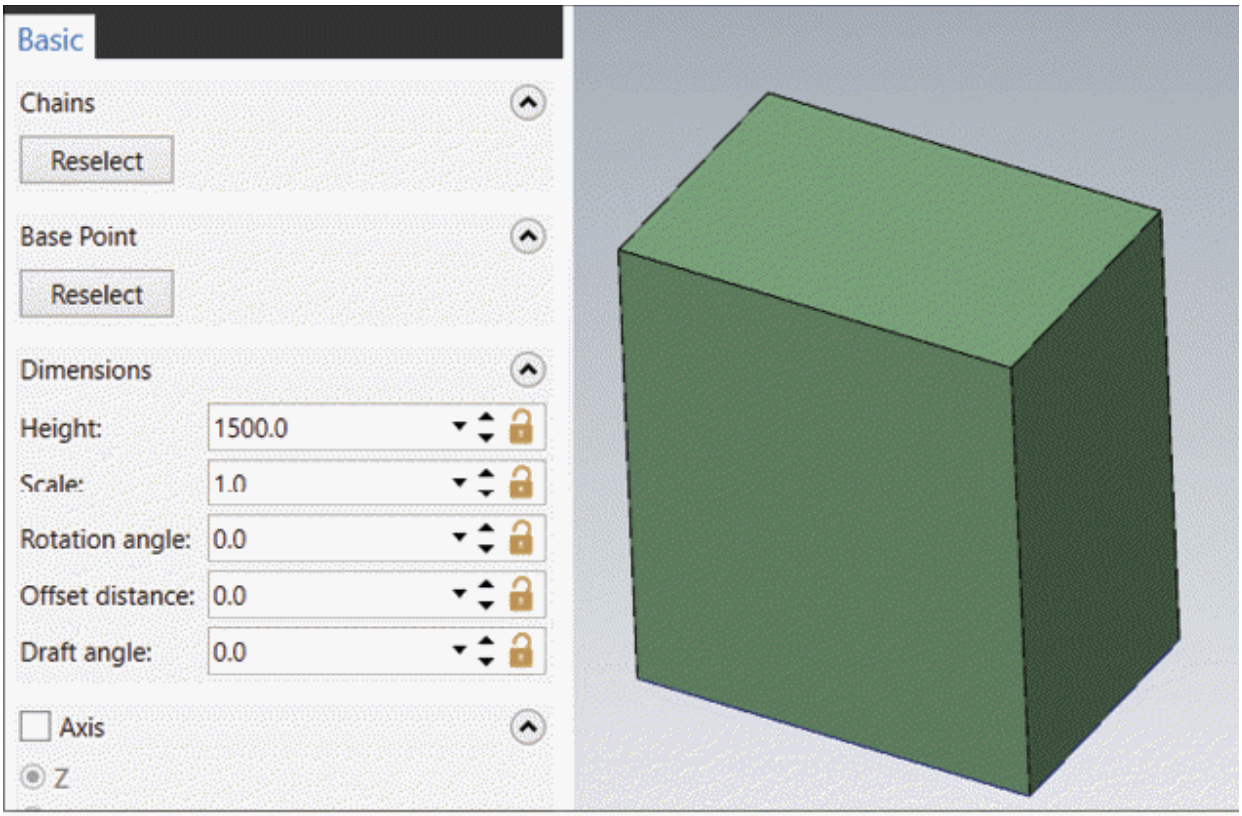

Figure-19. Preview of extrude surface
- Select desired sketch chain and click on the **OK** button. Preview of extruded surface will be displayed; refer to Figure-19.